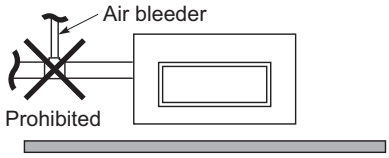

Fig. 2-146
- **Do not install an air bleeder as this may cause water to spray from the drain pipe outlet. (Fig. 2-146)**